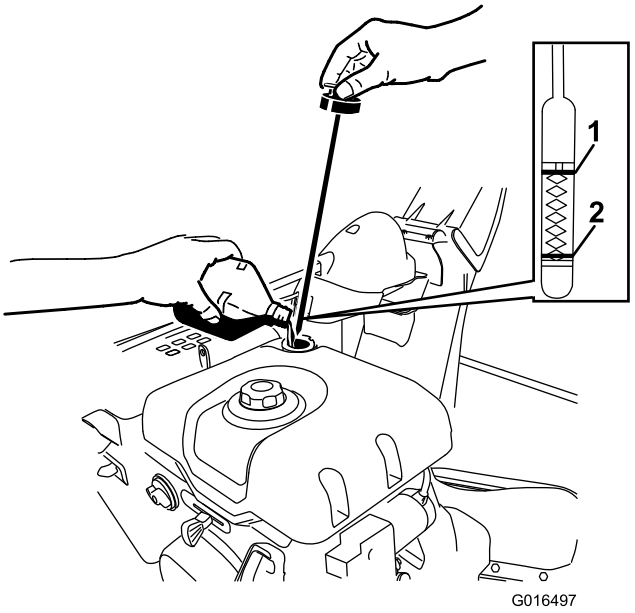

Bild 19
1. Nehmen Sie den Peilstab heraus, indem Sie den Deckel nach links drehen, und füllen Sie das Öl **langsam** in den Einfüllstutzen ein, um den Ölstand auf die Vollmarkierung am Peilstab anzuheben. **Überfüllen Sie nicht** (Bild 19).